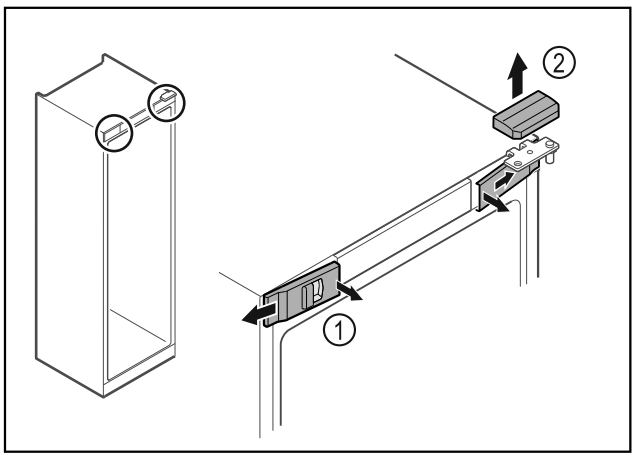

*Fig. 5 **
▶ Передние крышки *Fig. 5 (1)* освободите от фиксации с внутренней стороны и отведите в сторону.*
▶ Движением вверх снимите верхнюю крышку *Fig. 5 (2)*.*